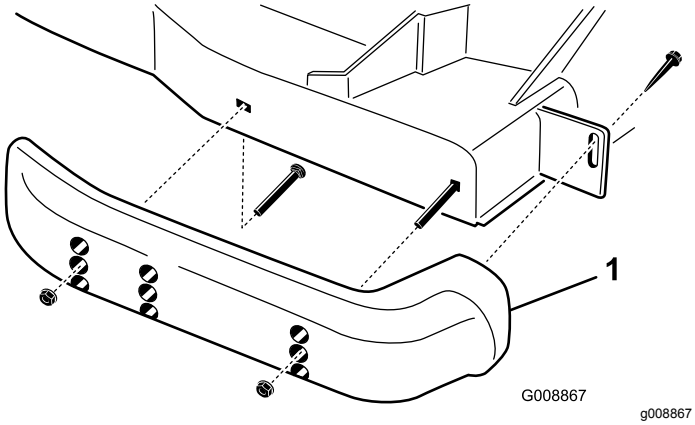

Figur 28
1. Løsne skruen foran på hver støtteplate (Figur 28).
2. Fjern flenshodeboltene og mutterne fra hver støtteplate (Figur 28).